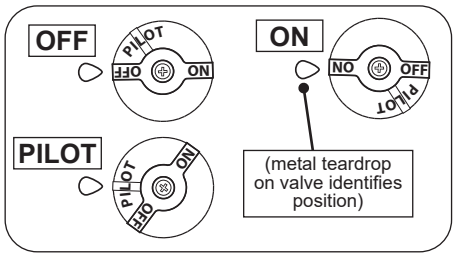
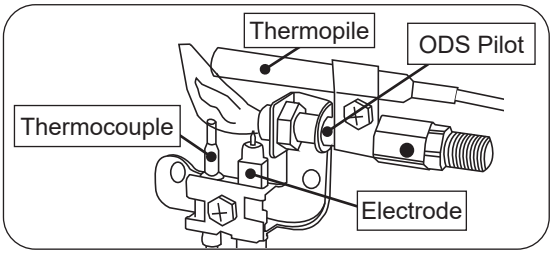

**Fig. 27-1** Gas control knob
**Fig. 27-3** ODS Pilot assembly detail
2. Locate the valve on the unit. Push in the gas control knob slightly and turn clockwise to **OFF** (Fig. 27-1).
**Wait five (5) minutes to clear out any gas. Then smell for gas, including near the floor. If you smell gas, STOP! Follow "B" in the safety information above. If you do not smell gas, go to the next step.**
3. Locate the pilot assembly on the burner system (see Fig. 27-3).
4. Turn the control knob counterclockwise to **PILOT**. Push the knob **firmly and fully** in and hold. Push the piezo igniter button several times until the pilot lights. Continue to hold the knob in for about one (1) minute after the pilot is lit. Release the knob and it will pop back out. The pilot will remain lit. See Fig. 27-1 and 27-3. If it goes out, repeat steps 2-4.
1. Ensure the pilot is burning. Turn the control knob counterclockwise to **ON** (see Fig. 27-1).
Turn the flame adjustment knob counterclockwise toward **LO** to decrease the flame height. Turn clockwise toward **ON** to increase the flame height. See Fig. 27-3.
**To shut down the burner and pilot (total shutdown),** flip the toggle switch to **OFF,** and push in the control knob slightly and turn clockwise to **OFF** (see Fig. 27-1 & 2).